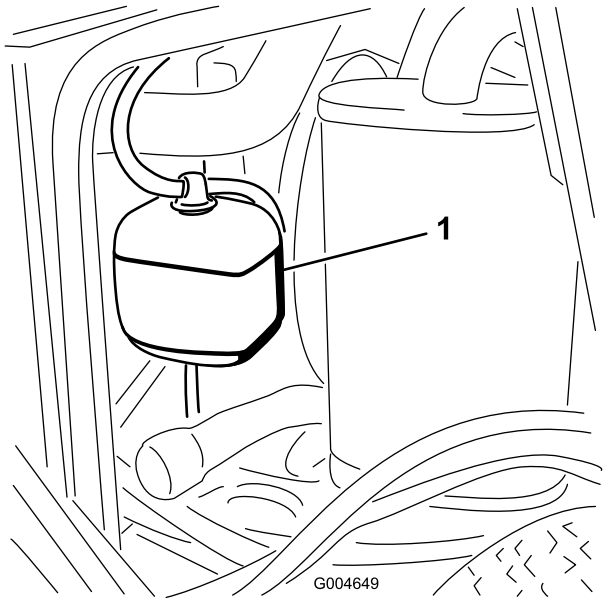

Figuur 53
1. Controleer het koelvloeistofpeil in de expansietank (Figuur 53). Het koelstofpeil behoort tussen de markeringen op de zijkant van de tank te staan.